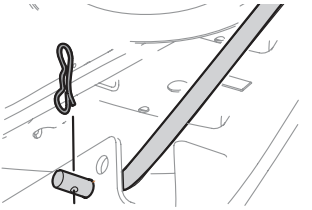

Fig. 46
14. Tire del pasador de chaveta hacia afuera de la varilla de elevación delantera de la plataforma que la sujeta a la plataforma (Fig. 46). Saque la varilla de elevación de la plataforma del soporte de suspensión frontal.